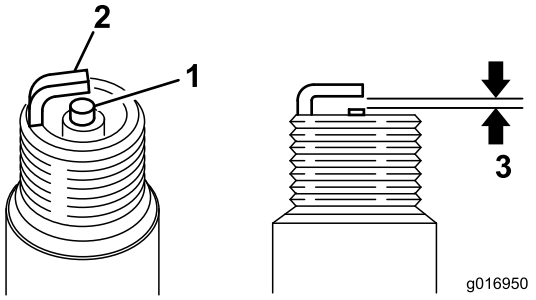

Figuur 35
3. Zorg ervoor dat de elektrodenafstand 0,6 tot 0,7 mm bedraagt (Figuur 35).